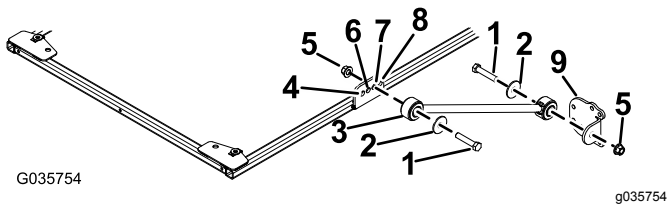

Bild 35
2. Befestigen Sie an jeder Seite des Sonnendachrahmens eine Strebe mit einer Schraube (½" x 2½"), einer Scheibe (½") und einer Bundmutter (½") lose im dritten Loch der Strebenhalterung, wie in Bild 35 abgebildet.
3. Befestigen Sie eine Strebenhalterung mit einer Schraube (½" x 2½"), einer Scheibe (½") und einer Bundmutter (½") an jeder Strebe, wie in Bild 35 abgebildet.